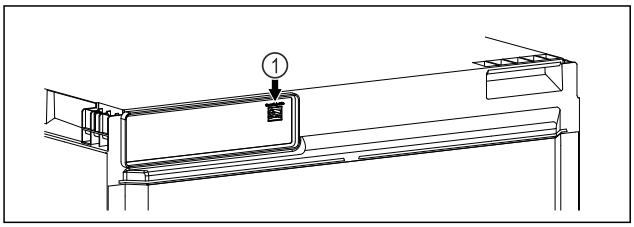

Fig. 18
❑ SmartModule *Fig. 18 (1)* este instalat.